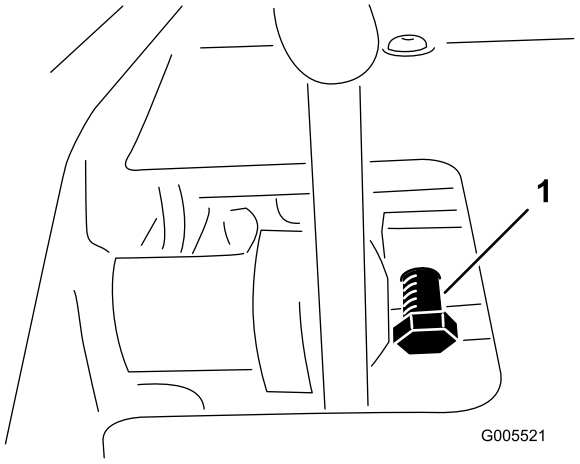

Bild 54
1. Lösen Sie die Klemmmutter an der Pedalsperrenschraube (Bild 54).